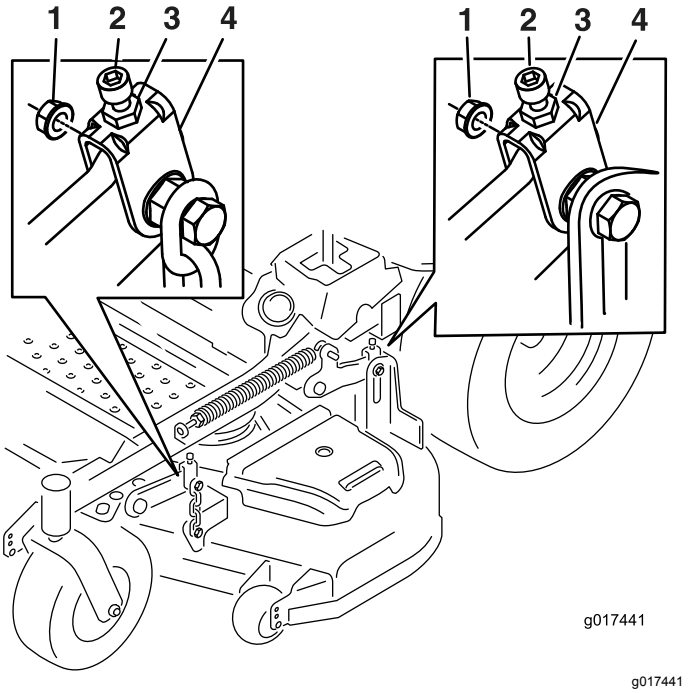

図 78
10. 必要であれば、ヨーク側面についているウイズロックナットと上部のジャムナットをゆるめる図 78。
17. 所定の高さ83 mmが達成されるように調整ねじを使って微調整を行う図 78。